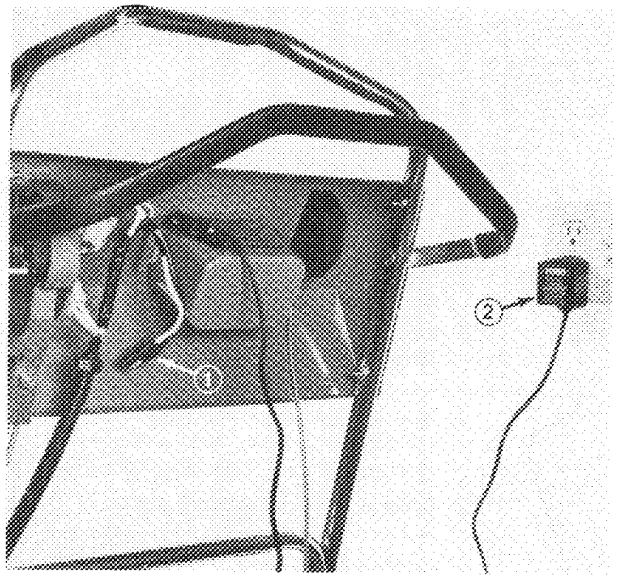

Figure 36
3. Push Electro Charger connector onto battery terminal (Fig. 36). Next, insert charger into power outlet (Fig. 36).